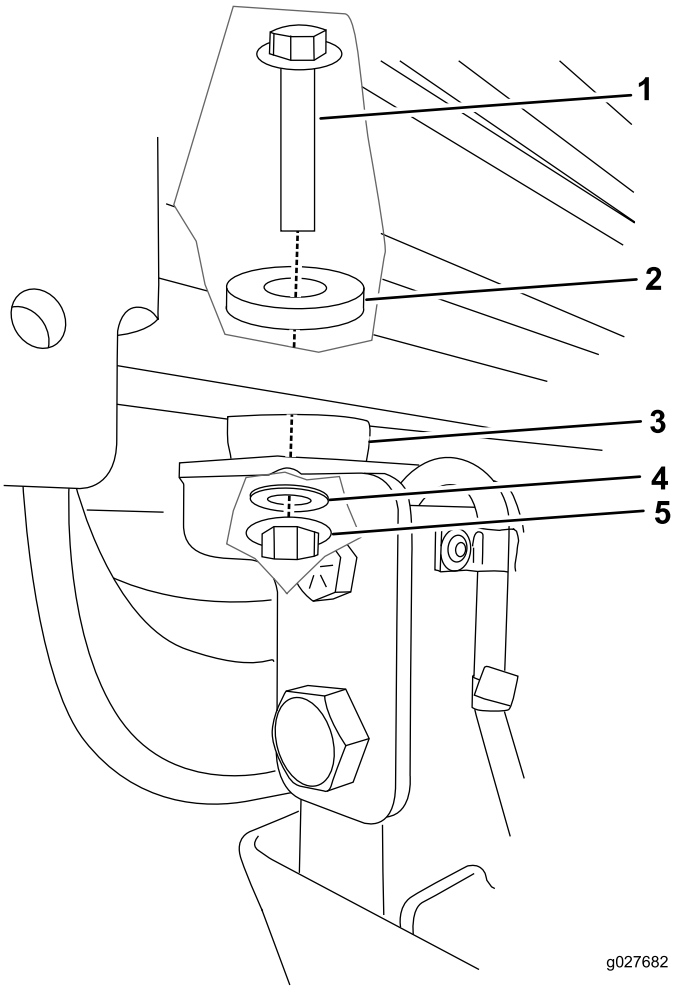

**Rysunek 66**
7. W każdym z punktów mocowania zamocuj kabinę do maszyny za pomocą śruby (1/2 x 3 cale), podkładki stalowej, podkładki gumowej oraz nakrętki (1/2 cala) (Rysunek 66).